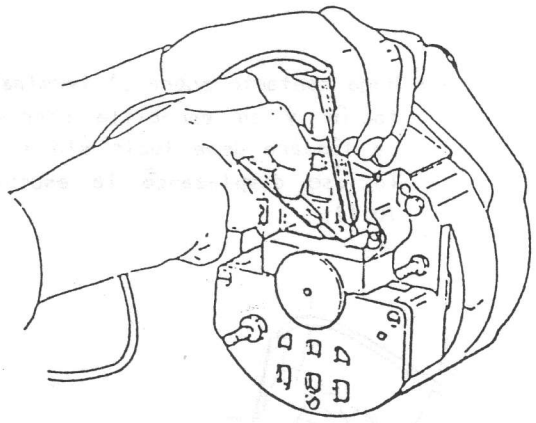

Fig. 10.13 Prueba del rotor
2.- Compruebe la continuidad del devanado del rotor, conectando un ohmetro entre los contactos de los anillos rozantes (Fig. 10.13). Observe si la lectura es la indicada en el cuadro.